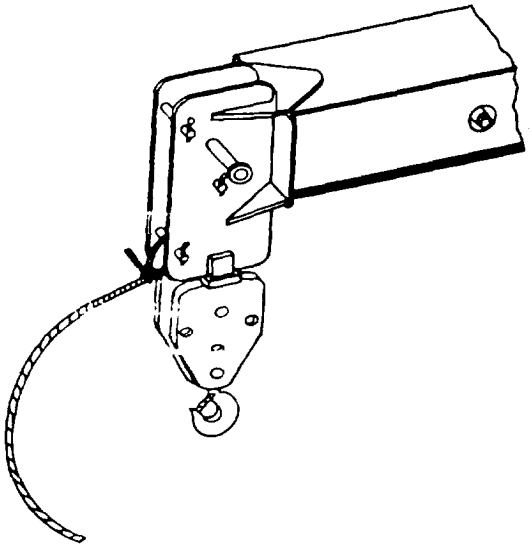

Figure 5-24 *Attached Tether Rope*
6. Remove tether rope from tool box and knot rope to boom head quick reeving pin (Figure 5-24).